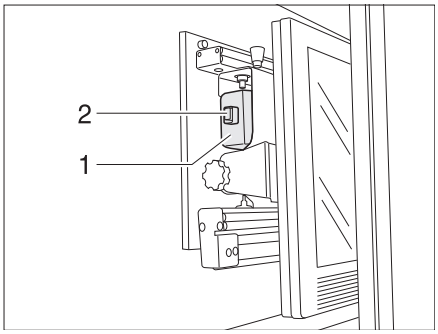

Fig. 5 Holder in the TV cabinet
- ■ Insert the holder for the flat screen on the handle (Fig. 5,1) until the latch (Fig. 5,2) locks into place.